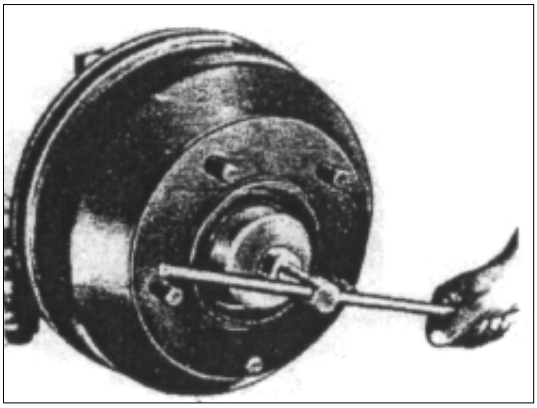

РИС. 278
4) Снимите ступицу колеса при помощи съемника 2641 5890, 3301 (см. рис. 278), вместе с внутренним кольцом внешнего конического роликового подшипника вместе.